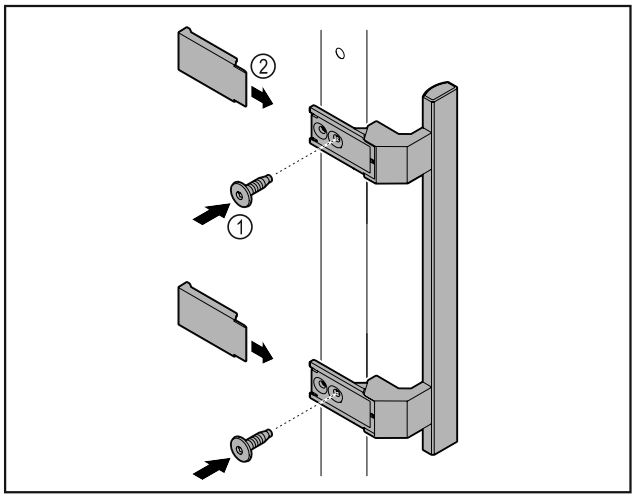

Fig. 46
▶ Atașați mânerul din pachetul de accesorii la ușă cu ajutorul șuruburilor incluse *Fig. 46 (1)*.
▶ Aplicați capacul *Fig. 46 (2)*.